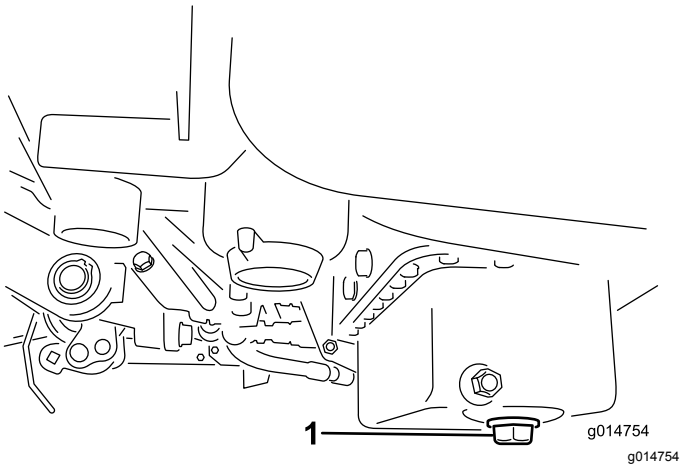

**Figur 29**
1. Ta bort avtappningspluggen och låt oljan rinna ned i ett kärl. Sätt tillbaka avtappningspluggen när oljan har slutat rinna (Figur 29).